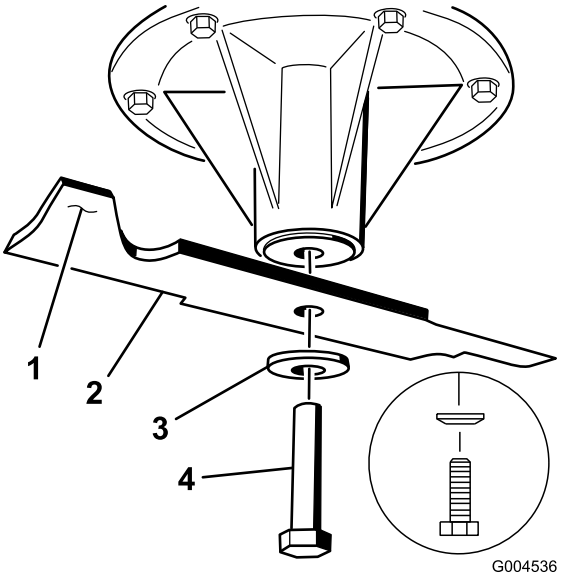

**Figure 94**
1. Install the blade onto the spindle shaft (Figure 94).
2. Install the spring disk and blade bolt (Figure 94).
**Note:** The spring-disk cone must be installed toward the bolt head (Figure 94).